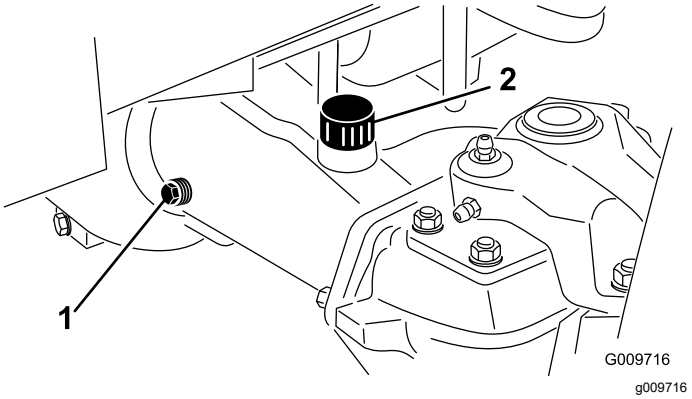

Figur 65
2. Ta ut en kontrollplugg på den ene enden av akselen (Figur 65), og kontroller at oljen når opp til bunnen av hullet. Hvis nivået er lavt, fjerner du fyllepluggen (Figur 65) og fyller olje til den når opp til bunnen av kontrollplugghullene.